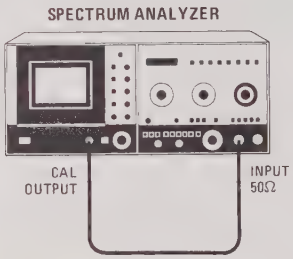

Figure 5-60. Absolute Amplitude Calibration Test Setup
b. Reconnect power cord, set LINE switch ON, connect equipment as shown in Figure 5-60, and set 8565A controls as follows: